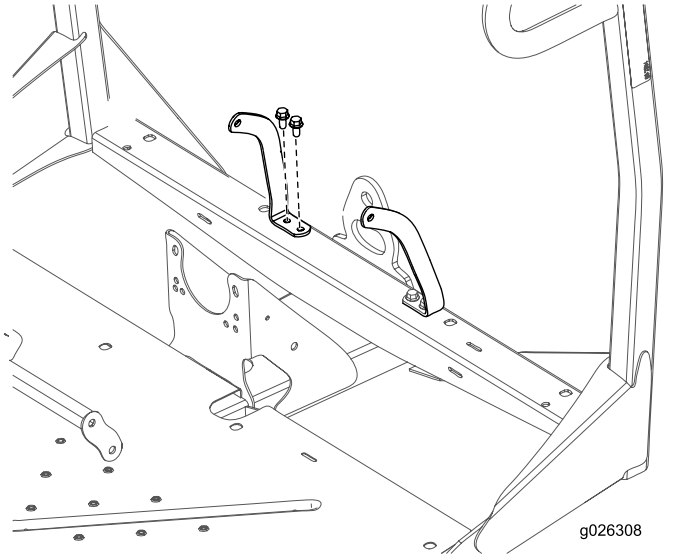

Figur 9
4. Fest venstre og høyre sikkerhetsbelteanker til frontrammen med fire bolter (3/8 tomme) og fire muttere (3/8 tomme) (Figur 9).